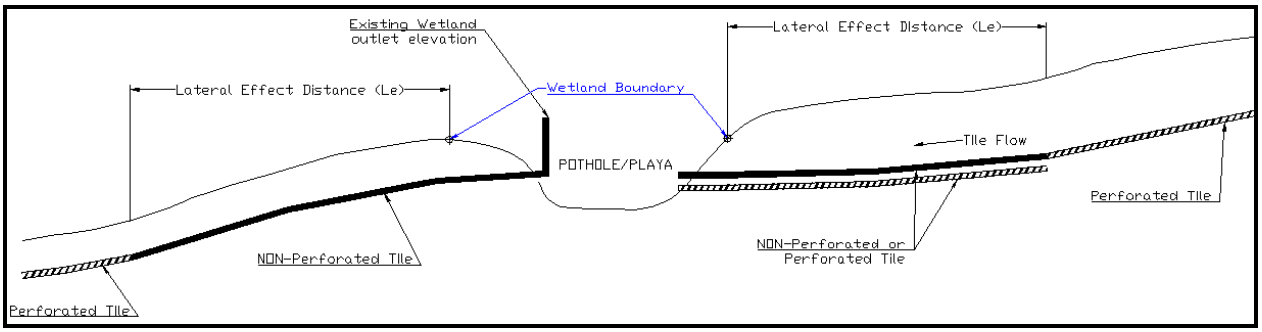

Figure 11 – Outlet the tile into the wetland. Install riser at or above the natural overflow elevation.
2. The second option is to outlet the tile (nonperforated or perforated) to the wetland on the upstream side. Nonperforated tile may be used on the downstream side with the invert elevation set at the elevation of the existing wetland outlet (or natural overflow elevation if there is no constructed outlet). Perforated tile cannot be used within the applicable (x1 or x3) lateral effect distance on the downstream side. Examples are shown in Figures 11, 12 and 13.